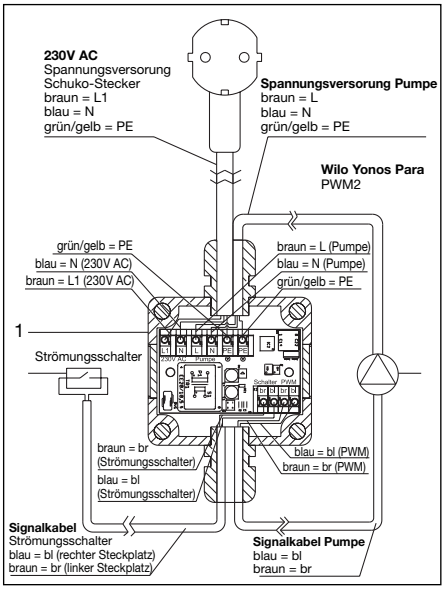

Abb. 5.3: Verkabelung
- Kabel vom Strömungsschalter auf die benötigte Länge kürzen und mit der Elektronikbox verkabeln (siehe Verkablungsplan Abb. 5.3).